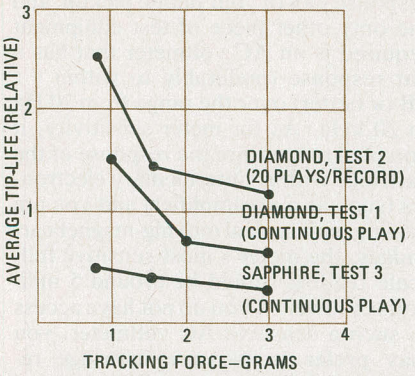
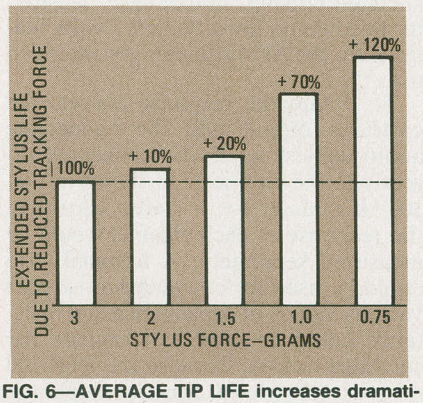

FIG. 5—TIP WEAR depends on the tip material and the tracking force.
FIG. 6—AVERAGE TIP LIFE increases dramatically as the tracking force is reduced.
Record and stylus tip wear tests conducted over the years by Shure Bros. have yielded some results worth noting. For example, their data shows that diamond tips have a significantly longer life than sapphire, as shown in the plotted curves of Fig. 5. Another test revealed the increased abrasive action of playing a stylus continuously on the same record as opposed to a limited number of plays (20) on several different records. Downward tracking force is also a major factor of tip life, regardless of stylus tip shape, as shown in Fig. 6. These tests show a trend toward a faster rate of wear as tracking force increases.
Figure 5 shows an acceptable solution.